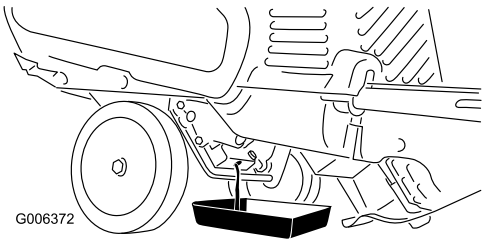

Figur 25
3. Plasser et oljetappefat under oljetappepluggen, fjern oljetappepluggen, tipp snøfreseren bakover og tapp den brukte oljen i oljetappefatet Figur 25).